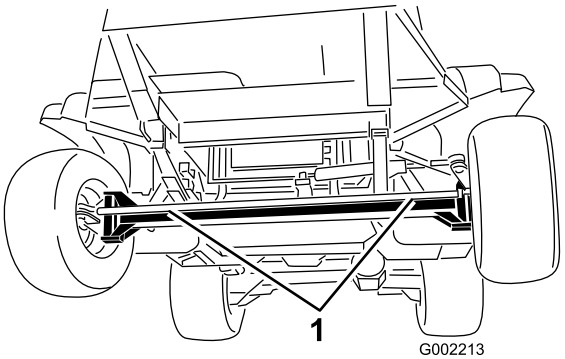
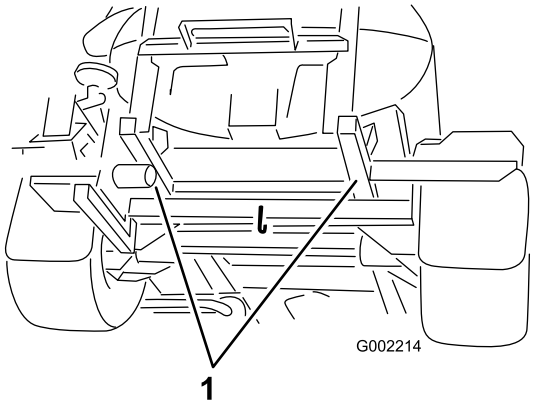

Bild 27
Bild 28
2. Befestigen Sie ein Abschleppseil am Rahmen. Siehe Abschlepppunkte vorne und hinten in Bild 27 und Bild 28.